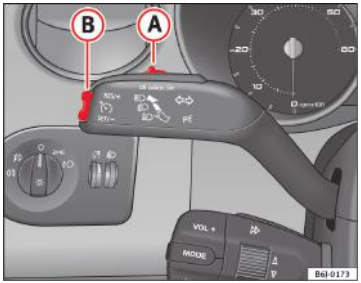

Fig. 122 Maneta pentru semnalizarea direcției și faza lungă: comutatorul și comutatorul basculant pentru tempomat
– Apăsați partea superioară **RES** a comutatorului basculant ⇒ fig. 122 (B) pentru creşterea vitezei. Automobilul va continua să accelereze cât timp continuați să apăsați comutatorul basculant. La eliberarea butonului, noua viteză este memorată.
Tempomatul este oprit dacă reduceți viteza prin apăsarea pedalei de frână. Reactivați comanda printr-o apăsare a secțiunii superioare a comutatorului basculant **RES+** ⇒ fig. 122 Ⓑ.